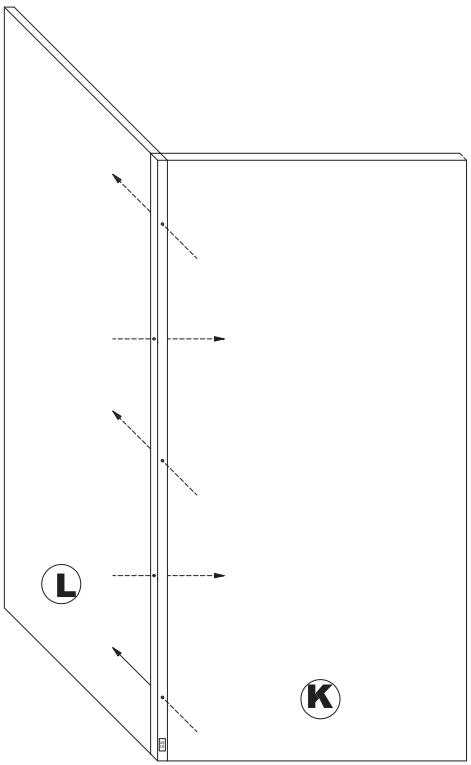

Fig. 33
* Ensamble un panel paso (M) - fig. 33 detalles en la página 16.